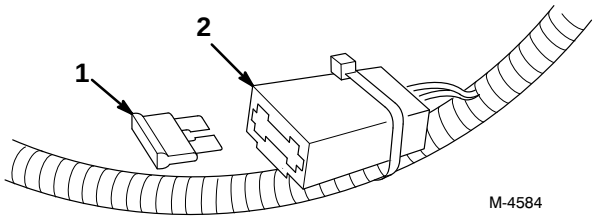

Figur 31
2. Montér den nye sikring, som vist på figur 31.